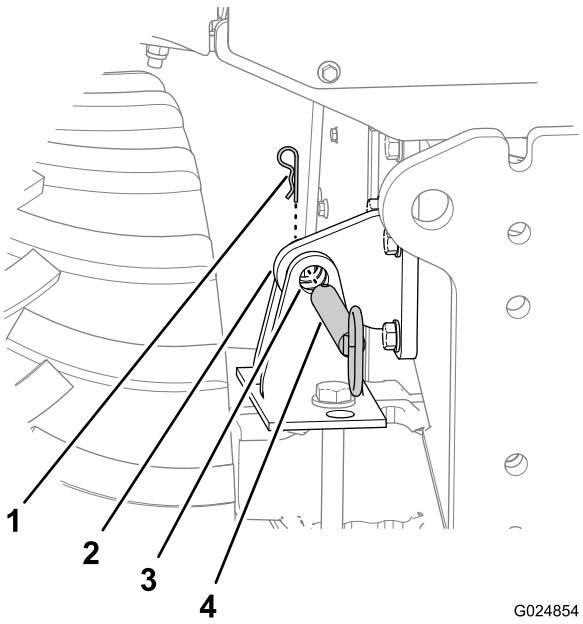

Figura 49
1. Retire la chaveta que sujeta el pasador de bloqueo del mecanismo de inclinación al soporte de bloqueo del chasis (Figura 49).
2. Retire el pasador de bloqueo del mecanismo de inclinación de los taladros del soporte de bloqueo del chasis y del soporte de bloqueo del eje (Figura 49).
1. Utilice el interruptor de inclinación para alinear el taladro del soporte de bloqueo del chasis con los taladros del soporte de bloqueo del eje (Figura 49).
4. Introduzca a fondo el pasador de bloqueo del mecanismo de inclinación por los taladros horizontales del soporte de bloqueo del chasis y el soporte de bloqueo del eje (Figura 49).
5. Sujete el pasador de bloqueo del mecanismo de inclinación al soporte de bloqueo del eje con la chaveta (Figura 49).